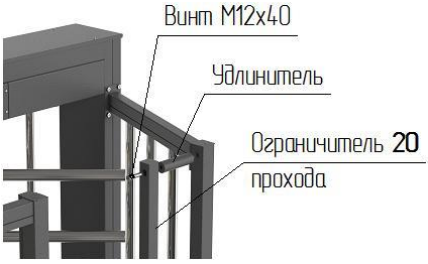

Рис. 7
- установите ограничители ширины прохода **20** (для режима шлюза – на боковых ограждениях **9** и **10**, для режима турникета – на лицевых решетках **3** и **4)** крепление ограничителей ширины прохода производится с помощью винтов М12х40(рис.7).